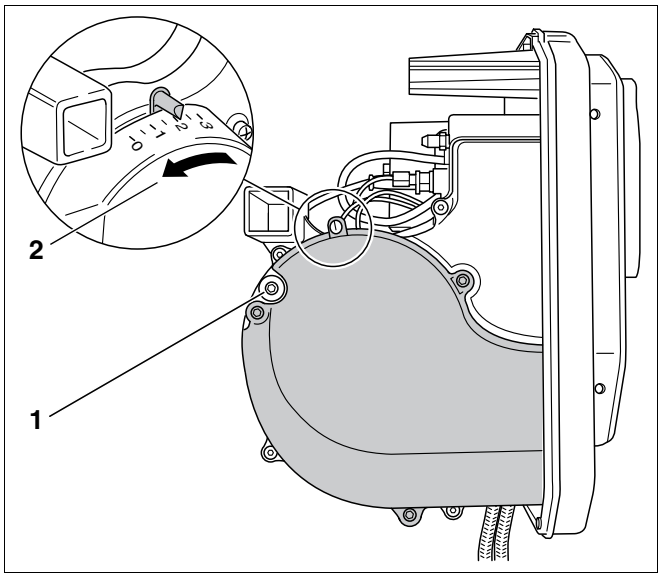

Fig. 37 Modifica del carter di aspirazione dell'aria
- Allentare il bloccaggio del carter di aspirazione dell'aria (ALF) (fig. 37, **pos. 1**).
Attenzione, perchè ad una maggiore pressione dell'aria soffiata, ottenuta ruotando il regolatore, corrisponde una diminuzione dei valori numerici sulla scala di visualizzazione. Come da direzione della freccia (fig. 37, **pos. 2**).